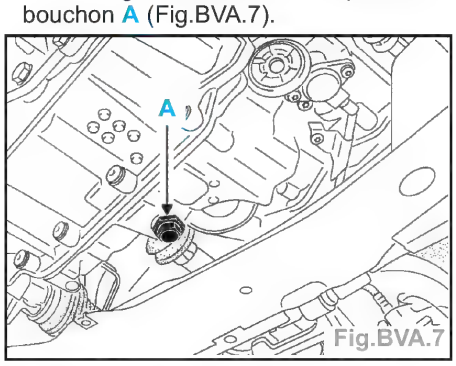

Fig.BVA.7
- La vidange s'effectue en déposant le bouchon A (Fig.BVA.7).